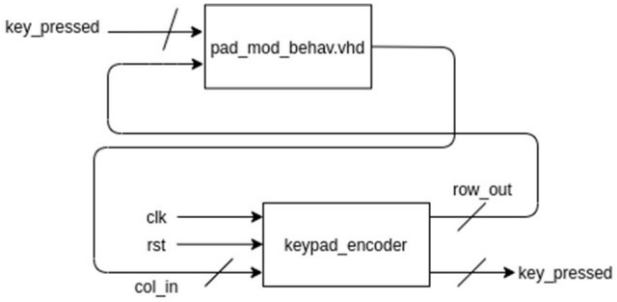

Figure 3: Keypad encoder and testbench
3. Create a testbench using the VHDL entity *pad_mod_behav.vhd*, see figure 3